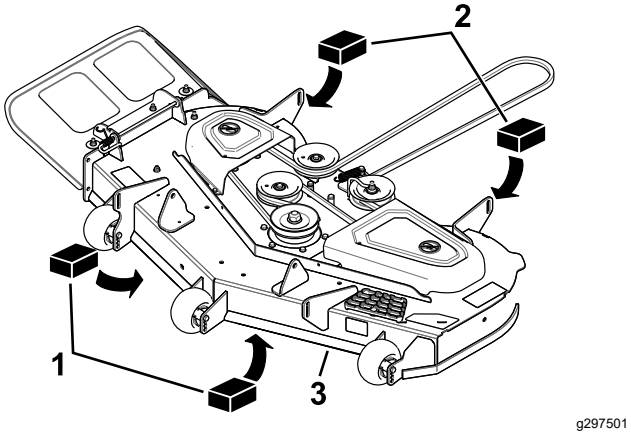

Figur 74
3. Plasser to blokker, med en tykkelse på 6,6 cm hver, under hver side av kanten foran på klippeenheten, men ikke under brakettene til antiskalperingsvalsene (Figur 74).
4. Plasser to blokker, med en tykkelse på 7,3 cm hver, under den bakre kanten på klippeenheten, én på hver side av klippeenheten (Figur 74).